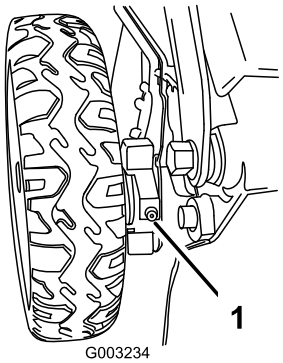

Figur 38
1. Aftør smøreniplerne lige inden for baghjulene med en ren klud (Figur 38).